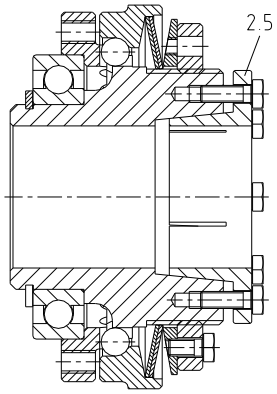

Bild 21
- Lösen Sie die Sechskantschrauben (siehe Bild 21) in der Konusbuchse (Bauteil 2.5.1).